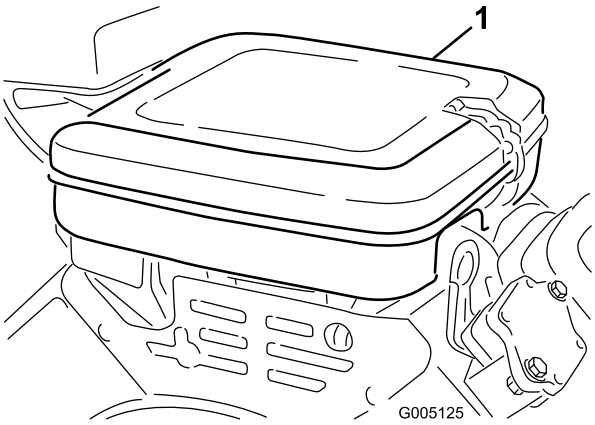

Figur 40
1. Rengør dækslet grundigt (Figur 40).